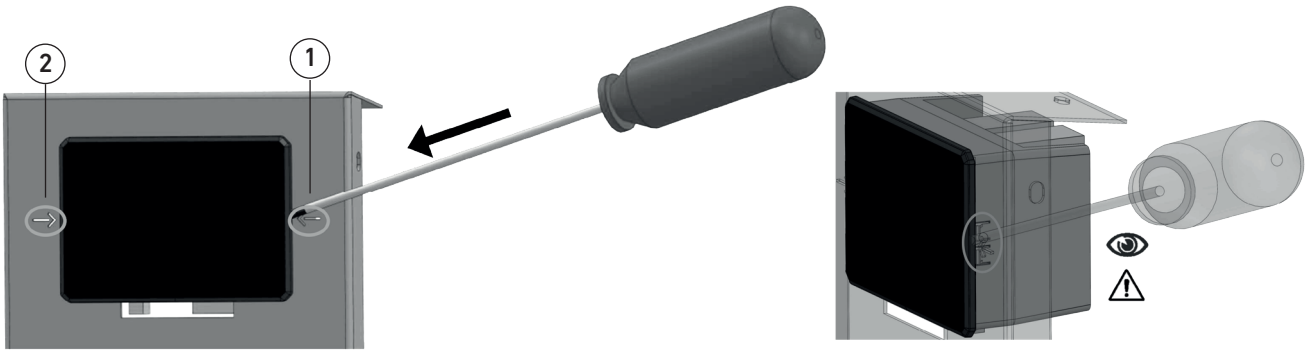

fig. 22
- Insérer la pointe d'un tournevis plat entre la tôle de support et le cadre de la centrale aux endroits indiqués par les flèches sur les côtés de la centrale (Fig. 22 détail 1-2) ;